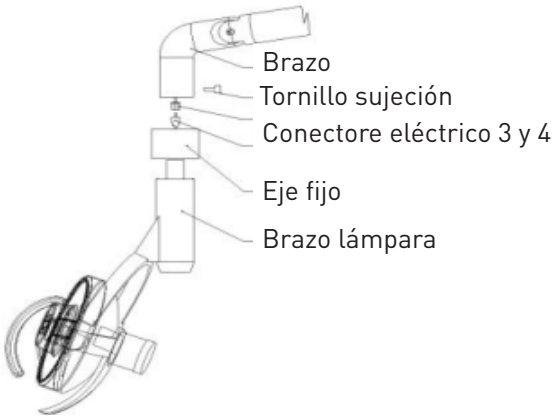

Imagen 2
- Ensamble la luz operatoria (imagen 2). Saque la luz de la caja, coja la barra de la luz y conecte los conectores 3 y 4. Luego conecte la luz al brazo y atornille.